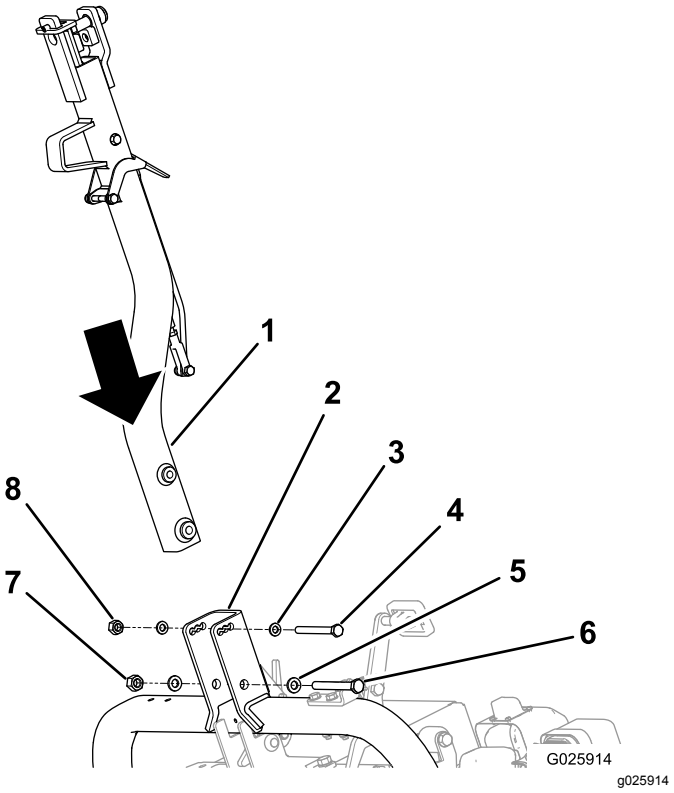

Figura 5
2. Prenda o engate ao suporte da articulação do engate com os dispositivos adequados; consulte Figura 5.